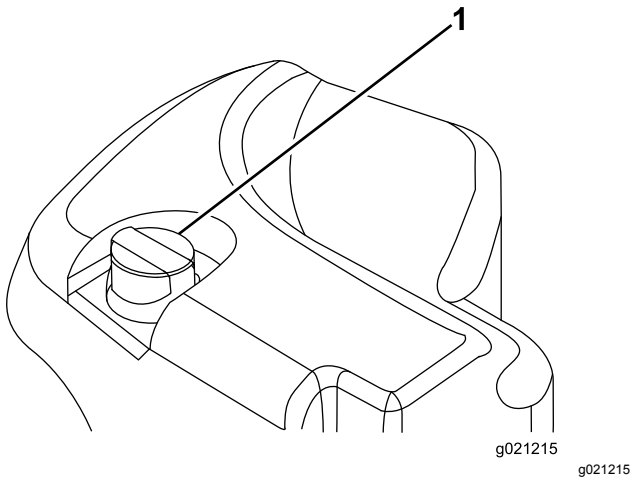

Figur 66
2. Rengør området omkring påfyldningsstudsen og hydrauliktankens dæksel (Figur 66).